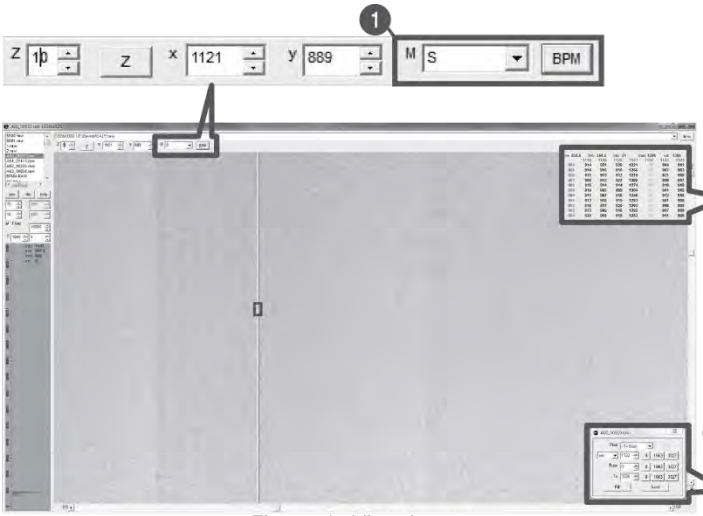
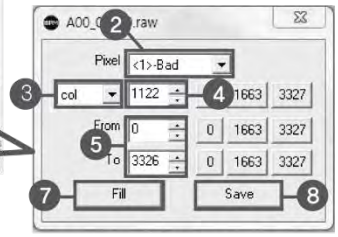

Figure 1. View Image
Figure 3. BPMM Control Tab
1	At Figure 1, choose S from the list of M (❶) and click "BPM". Check if BPMM window is popped up as Figure 3.
2	Choose "Bad" from Pixel list (Figure 3 - ❷).
3	Choose either “row” or “col” from Figure 3 - ❸.
4	Put the coordinate of pixel to set bad pixel at Figure 3 - ❹.
5	If bad pixel is a line, put the range as below at Figure 3 – ❺. | | From | To | | Row | 0 | 2449 | | Col | 0 | 3051 | If bad pixel is not a line but some pixels, put the rest coordinate at Figure 3 - ❺.
7	Click “Fill” at Figure 3 - ❼.
8	Click "Save" at Figure 3 - ❽.